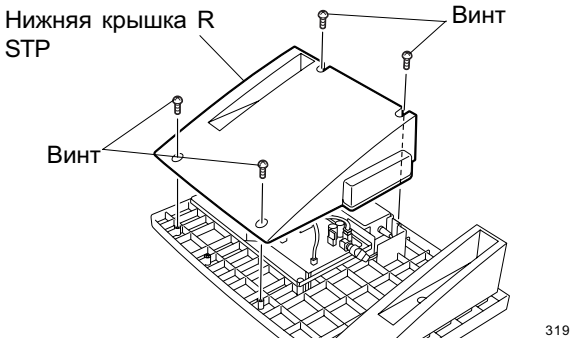

Fig. 6-9
4. Снимите нижнюю крышку R STP (см. Fig. 6-9)
2. Снимите нижнюю крышку R STP (см. Fig. 6-9)
5. Снимите нижнюю крышку R STP (см. Fig. 6-9)